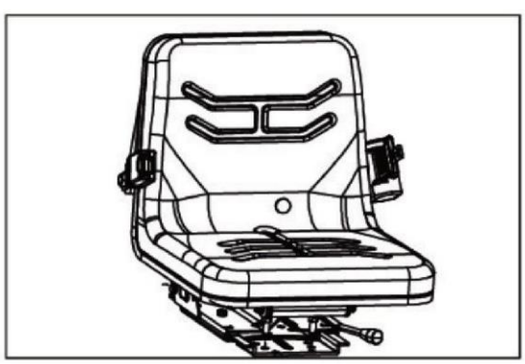

Fig. 2.14 (b)
- for skader. En beskadiget sikkerhedssele skal udskiftes, fig. 2.14 (b).